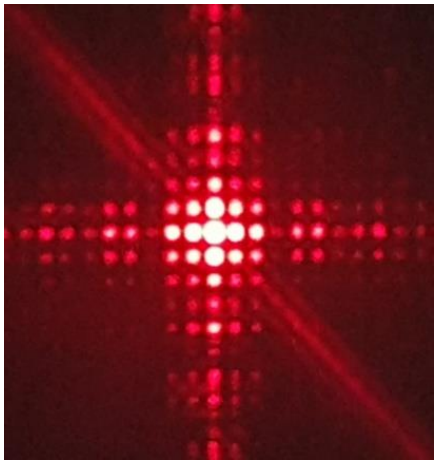
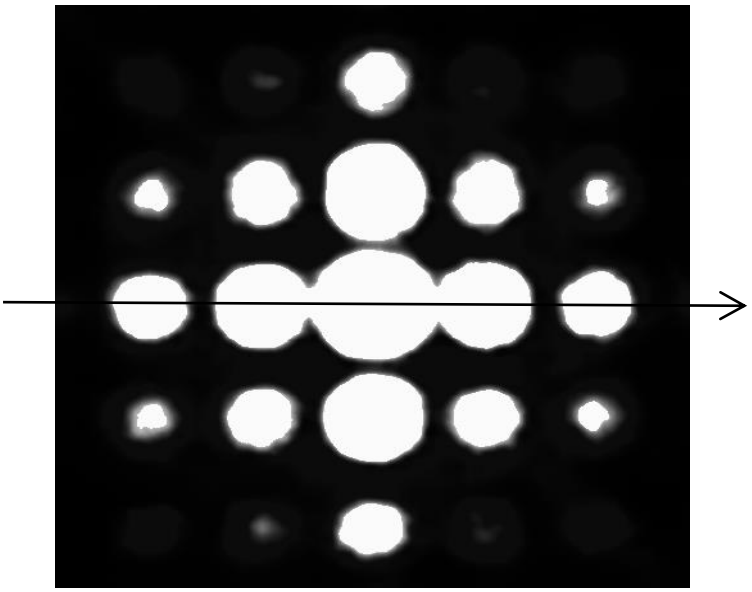

Figure 6. Figure d'interférences obtenue
Figure 7. Tache centrale de la figure d'interférences à l'échelle 1/1
- la figure d'interférences obtenue est donnée sur les figures 6 et 7.
Le centre de la figure d'interférences de la figure 6 est représenté sur la figure 7 ci-dessus à l'échelle 1/1. L'interfrange, noté i, est défini comme la distance entre les centres de deux taches lumineuses successives selon l'axe identifié sur la figure 7.